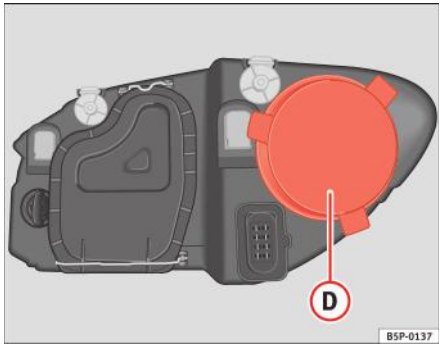

Fig. 188 Lămpile de poziție laterale
– Scoateți capacul ⇒ fig. 188 (D) trăgându-l în afară.